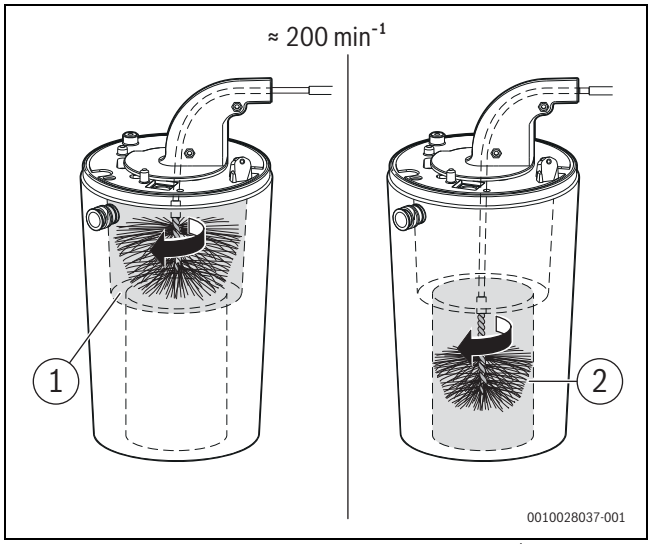

Fig. 65 Curățarea blocului de căldură (aprox. 200 min^{-1}, rotirea se realizează numai în sensul mișcării acelor de ceasornic)
- Repetați procesul pentru secțiunea inferioară, folosind o perie de dimensiuni mici (→ Fig. 65, [2]).